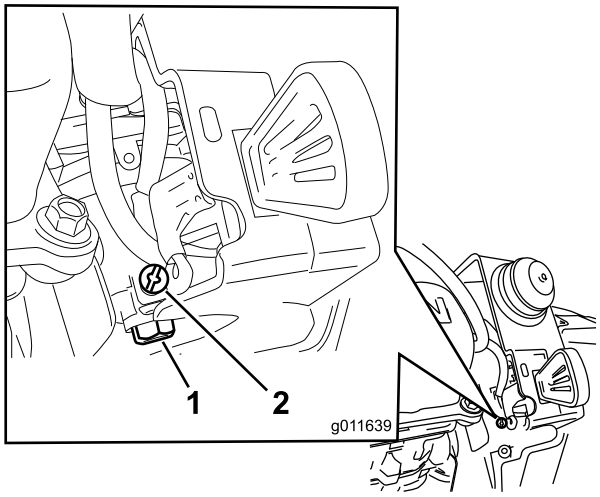

Figur 30
B. Løsn den lille skrue på siden af beholderen til karburatorbrændstof (Figur 30), indtil brændstoffet begynder at tappes fra karburatoren. Lad brændstoffet løbe over i en godkendt brændstofbeholder.